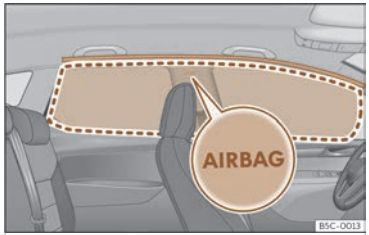

Abb. 34 Einbauort der Kopfairbags
Die Kopfairbags befinden sich zu beiden Seiten im Innenraum oberhalb der Türen ››› **(Abb. 34)** und ihre Einbauorte sind mit dem Schriftzug „AIRBAG“ gekennzeichnet.
Der eingerahmte Bereich wird vom auslösenden Kopfairbag erfasst (Entfaltungsbereich) ››› **(Abb. 34)**. Deshalb dürfen in diesen Bereich niemals Gegenstände abgelegt oder befestigt werden ››› ⚠.
- **Stellen Sie sich, dass Kinder richtig in ihren Sitzen sitzen und ihren Kopf nicht in den Entfaltungsbereich der Kopfairbags halten ››› (Abb. 34), da sie beim Auslösen der Airbags von diesen getroffen werden und schwere Verletzungen erleiden könnten.**